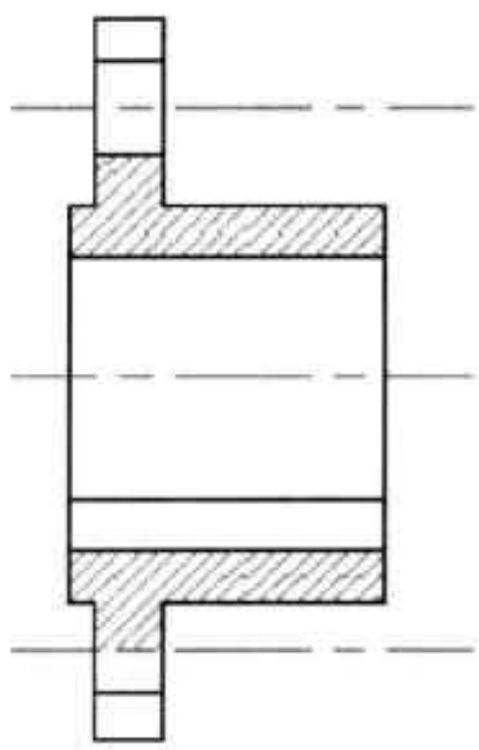

图21-11 填充图案
Step 05 执行“图案填充”命令，选择“ANSI31”图案，设置颜色为 8，填充图形，如图 21-11 所示。